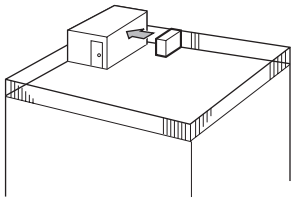

Fig. 2-3
① Coloque la salida de aire de frente a la pared más próxima a una distancia de unos 50 cm, 19-11/16 inch de ella. (Fig. 2-3)